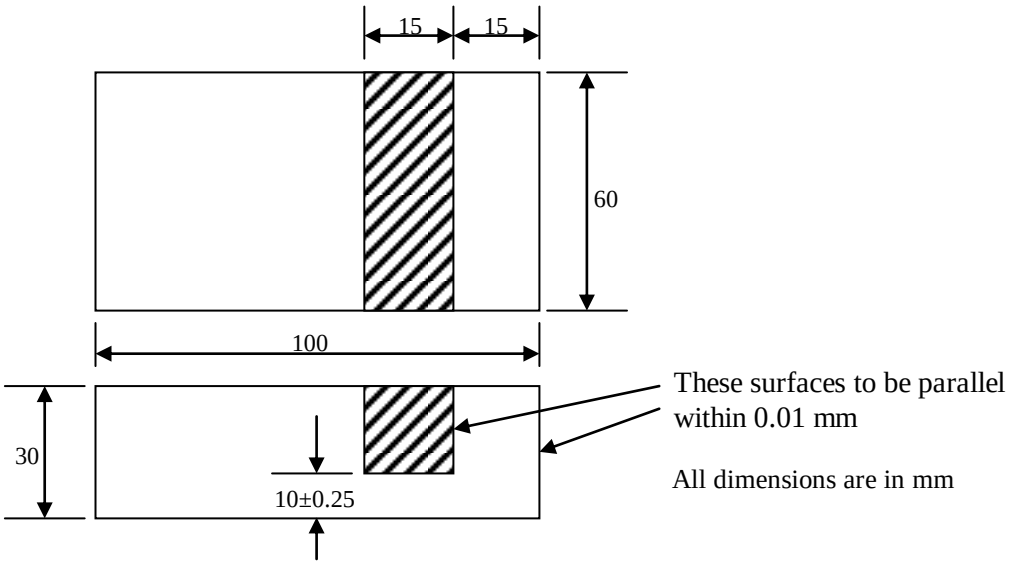

Figure1. Plate shape component to be machined on horizontal milling machine (Question 4(a)OR)
Q.4 **(a)** For the component shown in figure 1, slot of 15 mm x 60 mm is required to be machined on horizontal milling machine with a suitable 'side and face milling cutter' loaded on arbor at appropriate position. For the dimensional requirements shown in the figure, suggest the most appropriate location system for designing its fixture with necessary justification. **07**